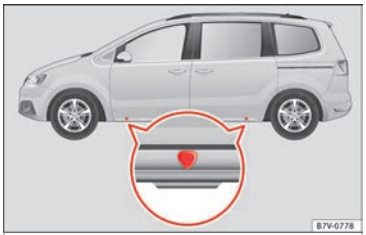
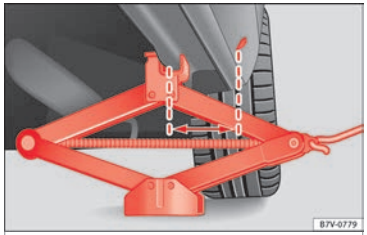

Bild 70 Punkter för placering av domkraft
Bild 71 Domkraften monterad på bakre, vänstra sidan av bilen
Domkraften får placeras endast på anvisade lyftpunkter (markerade på bilens underrede) ››› **bild 70**. Markeringen visar fästpunkterna **under** bilen. Fästpunkterna är på balkarna **bakom** de främre hörnen ››› **bild 71**. Lyft alltid bilen vid den lyftpunkt som motsvarar det aktuella hjulets position ››› ⚠.
6. Leta upp lyftpunkten på bilens underrede ››› bild 70 närmast det hjul som ska tas bort.
8. Placera domkraftens fot stadigt på marken i rät vinkel till lyftpunkten på underredet ››› bild 71.
9. Räta upp domkraften vid behov och lyft upp den tills dess klo griper tag i den förstärkta lyftpunkten på underredet ››› bild 71.
- **Placera endast domkraften vid anvisade lyftpunkter. Domkraftens klo ska gripa tag i den förstärkta lyftpunkten på underredet ››› bild 71.**